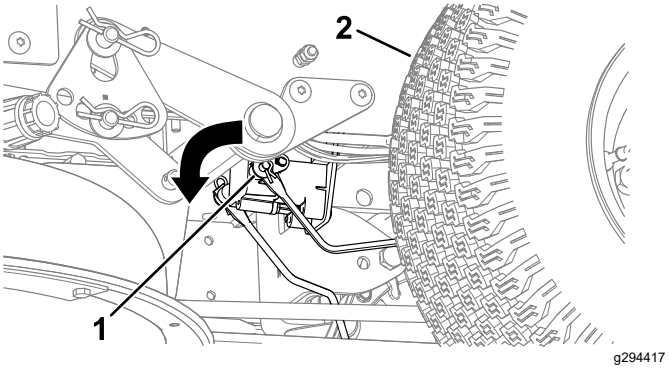

Figure 51
3. Localisez l'arbre sur le frein électrique au point de connexion des bras de liaison (Figure 51).